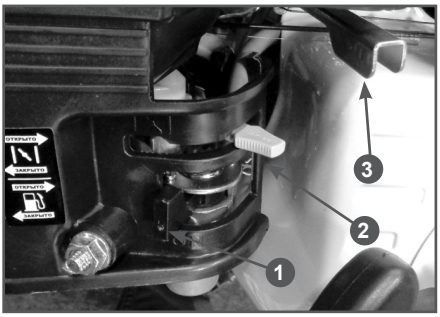

Рис. 6 Запуск двигателя
1. Откройте топливный кран. Для этого рычаг топливного крана (1) Рис. 6установите в крайнее правое положение.
2. Закройте воздушную заслонку. Для этого рычаг (2) Рис. 6 установите в крайнее левое положение.
3. Рычаг газа (3) Рис. 6 установите в среднее положение.
1. Откройте топливный кран. Для этого рычаг топливного крана (1) Рис. 6 установите в крайнее правое положение.